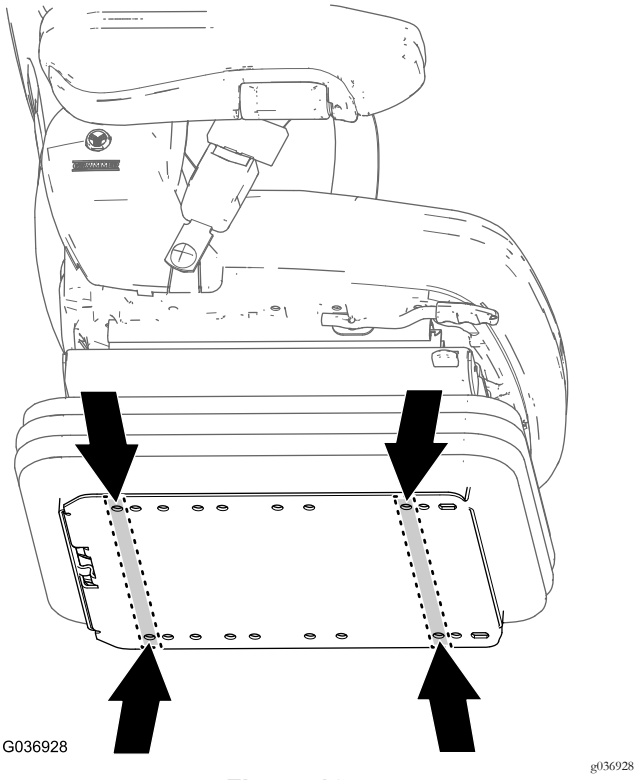

Figura 16
1. En la placa inferior del nuevo asiento, localice los orificios de montaje del asiento de la máquina (Figura 16).